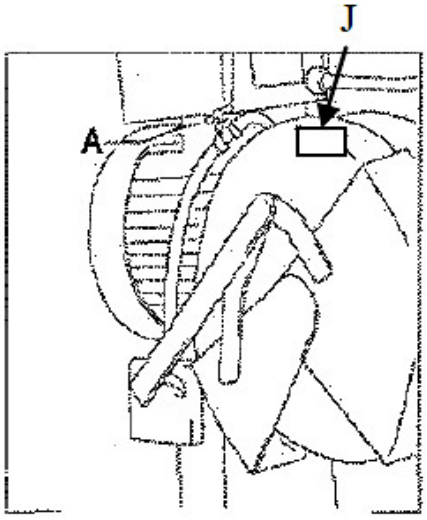

Abb. 11: Anschließen der Kühlung
Schritt 3: Installieren Sie die 3 kurzen Griffe in der Muffedes Maschinenschraubstocks. Installieren Sie die Trage in den Schraubstock. Schieben Sie den von der Kühlpumpe kommenden Kunst-stoffschlauch auf den Wasserhahn, der sich auf der Schutzhaube der Sägeeinheit befindet (Abb. 11 A).
Die Geschwindigkeit des Kühlmittelflusses wird durch den Absperrventilhebel (J) in Abb. 11 gesteuert, der das Kühlmittel auf die Klinge leitet.